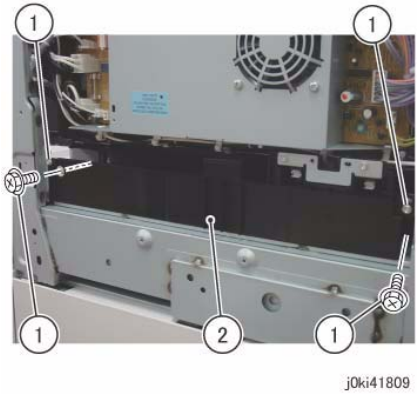

Figure 3 Removing the Bottle Guide Assembly
6. Remove the Bottle Guide Assembly. (Figure 3)